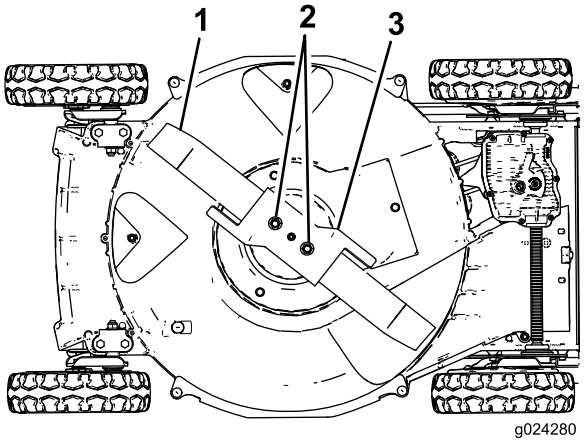

Rysunek 25
5. Przechyl kosiarkę **w prawo** (tak, aby filtr powietrza był skierowany w górę), jak pokazano w Rysunek 25.